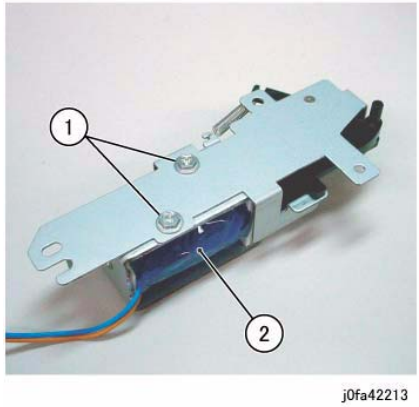

Figure 4 Removing the Sub Paddle Solenoid
11. Remove the Sub Paddle Solenoid (Figure 4):